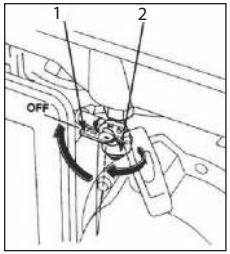

Рис. 7
- Закройте топливный кран *(Рис. 7)*.